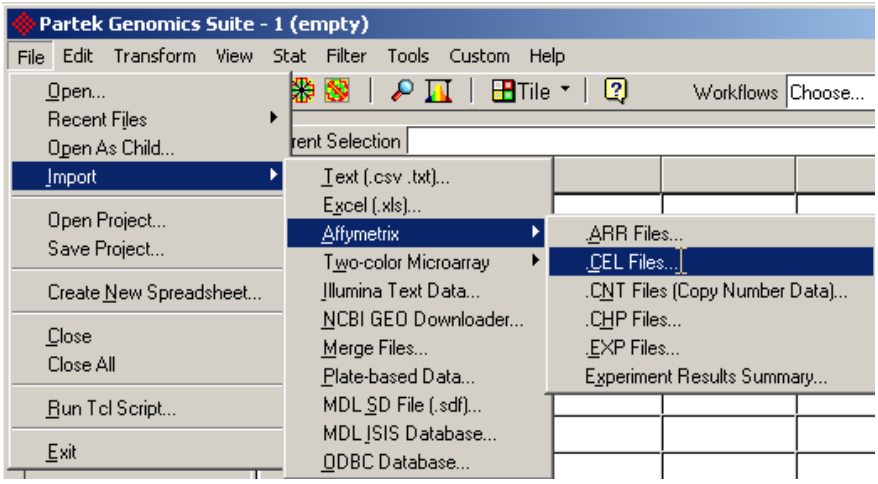

Figure 4. 17: The File > Import > Affymetrix > CEL Files menu item
- To import Affymetrix® CEL files, select **File > Import > Affymetrix Files... > CEL Files…**from the Partek main window (Figure 4. 19)
- Select the CEL files to process (Figure 4. 18)